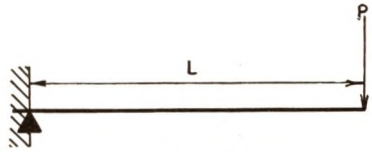

Fig. 14
3. Balk aan het eene uiteinde ingeklemd en aan het andere uiteinde belast met een puntlast P (fig. 14).